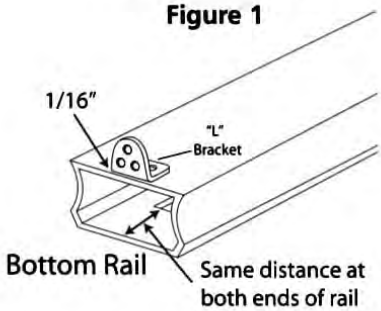

Figure 2
2. Mark the rails for the inside distance between the posts. The distance from the end of the rail to the first baluster hole should be equal on both ends of the rail. Ensure that all screws will fasten into the rail and none fall into the routed baluster holes (Fig. 2,3).
4. Center the "L" bracket on the underside of the bottom rail (Fig. 2). Inset the "L" bracket 1/16" from the end of the rail. Mark the three hole locations on the rail. Predrill 1/8" hole at desired locations. Repeat for opposite end.
10. Center the hinged bracket on the underside of the bottom rail (refer to Fig. 2). Inset the hinged bracket 1/16" from the end of the rail. Mark the three hole locations on the rail. Predrill 1/8" hole at desired locations. Repeat for opposite end.